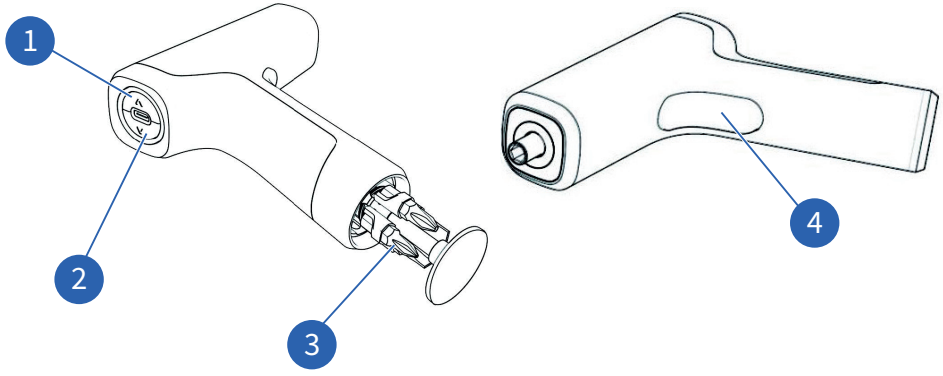

Abb. 4: Richtungstasten Rechtslauf/Linkslauf und Hauptschalter
Taste Drehmomentauswahl (Abb. 4/1):
1. Um die Schraube festzuziehen, drücken Sie die Rechtslauftaste (Abb. 4/1) und den Hauptschalter (Abb. 4/4). Das Werkzeug dreht sich nach rechts und dreht die Schraube ein. Die LEDs leuchten nacheinander im Uhrzeigersinn entsprechend dem Drehmoment.
2. Um die Schraube zu lösen, drücken Sie die Linkslauftaste (Abb. 4/2) und den Hauptschalter (Abb. 4/4). Das Werkzeug dreht sich nach links und dreht die Schraube heraus; die vier weißen LEDs leuchten nacheinander entgegen dem Uhrzeigersinn.
1. Drücken Sie zum Einstellen des Drehmoments die Taste Rechtslauf/Drehmomentauswahl (Abb. 4/1) für 2 Sekunden; siehe die Tabelle **Drehmomentauswahl**.
1. Drücken Sie den Werkzeugboden, um das integrierte Bitmagazin freizugeben (Abb. 4/3). Wenn das Bitmagazin freigegeben ist, drücken Sie den Werkzeugboden erneut, um es zu schließen.